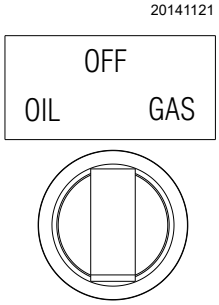

Fig. 36
- ➤ le sélecteur de combustible en position **« GAS »** (Fig. 36).